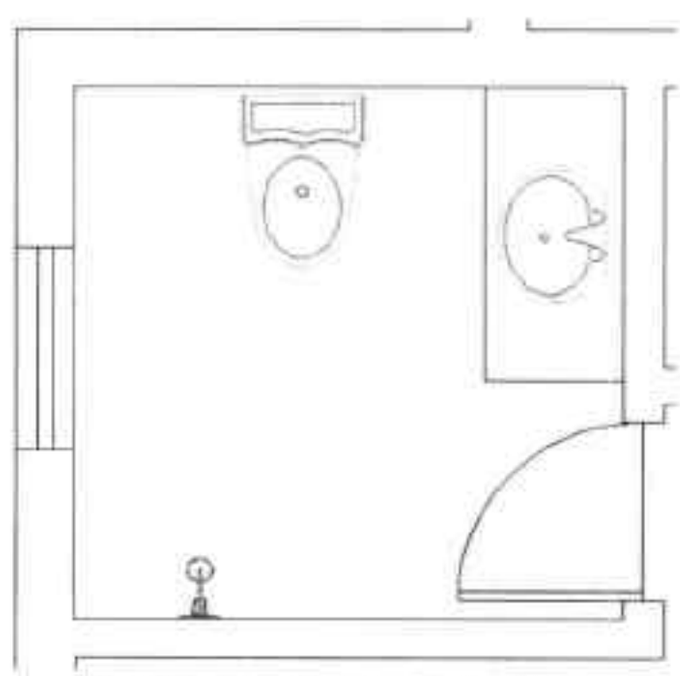

图19-39 绘制洗手台台面
Step 06 执行“矩形”命令，绘制长 1200mm、宽 550mm 的长方形，放置在洗手台位置，如图 19-39 所示。